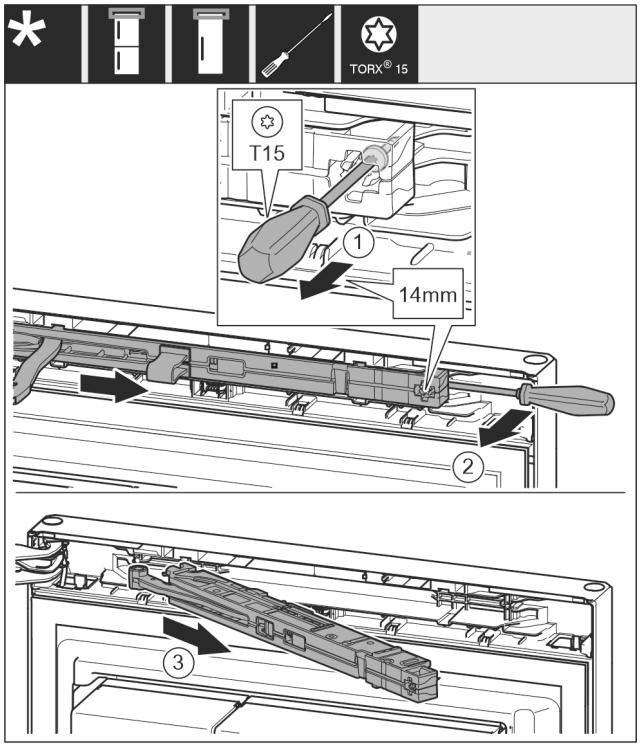

Fig. 12
▶ Schraube an Schließdämpfereinheit mit Schraubendreher T15 ca. 14 mm lösen. *Fig. 12 (1)*
▶ Mit einem Schraubendreher griffseitig hinter die Schließdämpfereinheit fahren und Einheit nach vorne drehen. *Fig. 12 (2)*
▶ Schließdämpfereinheit herausziehen. *Fig. 12 (3)*